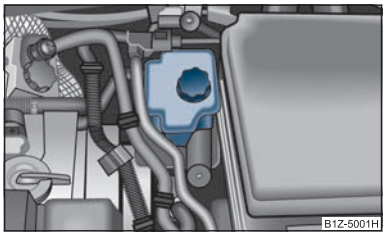

Fig. 125 Compartiment moteur: Réservoir de liquide de frein
– Contrôlez le niveau de liquide de frein dans le réservoir ⇒ page 147, fig. 125. Celui-ci doit arriver entre les marques « MIN » et « MAX ».